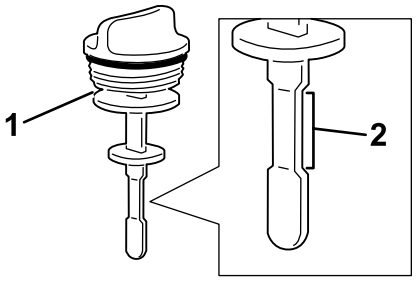

図 103
4. ディップスティックを引き抜いて油量を点検する図 103。